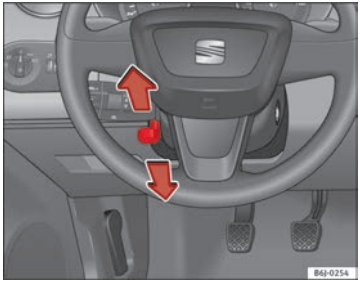

Fig. 105 Steering column height adjustment
– Push the lever under the steering column ⇒ Fig. 105 down ⇒ ⚠.
– Adjust the steering wheel until the correct position is set ⇒ Fig. 105.
- **Adjust the driver seat or steering wheel so that there is a distance of at least 25 cm between the steering wheel and your chest ⇒ Fig. 105. If you fail to observe the minimum distance, the airbag will not protect you. Risk of fatal injury.**